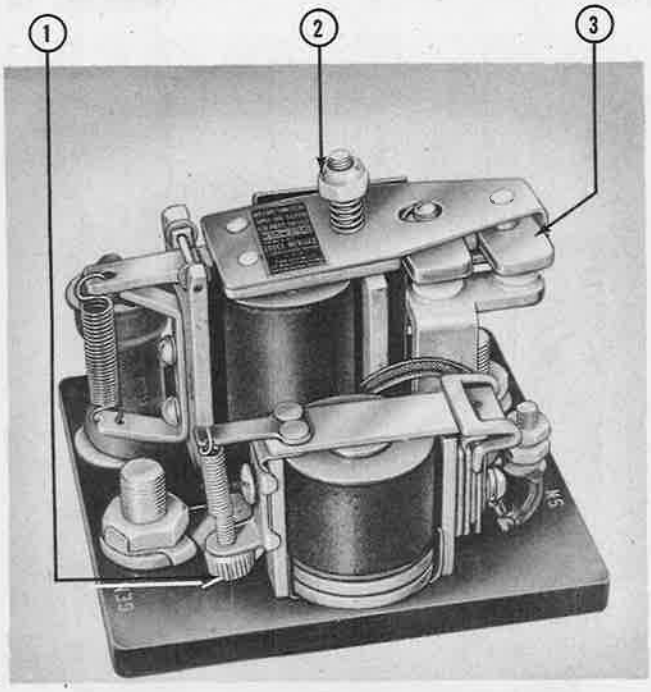

Figure 466—Leece-Neville Reverse-Current Relay
(2) LEECE-NEVILLE RELAY, PART NO. 24552.—Adjustment of the closing voltage is made by increasing or decreasing the tension on a spring that is controlled by a knurled head screw located near the generator terminal. Turn the screw counterclockwise to increase the tension on the spring or turn it clockwise to decrease the tension (figure 466).